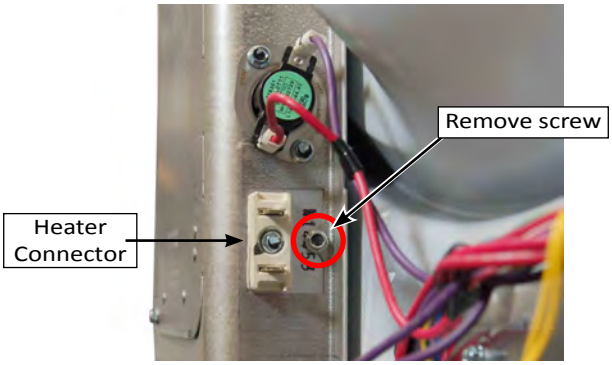

Figure 3
5. Remove the 1/4” hex-head screw securing the heater connector to the inlet duct (see Figure 3).